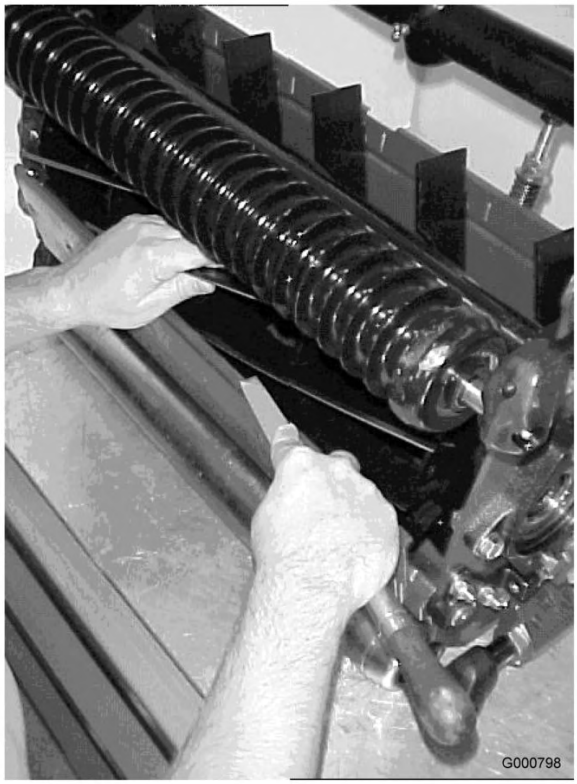

Figura 87
11. Quando a unidade de corte estiver devidamente afiada, o fio de corte dianteiro da lâmina vai-se tornando irregular. Com uma lima, elimine cuidadosamente essa irregularidade, sem desgastar o fio de corte (Figura 87).